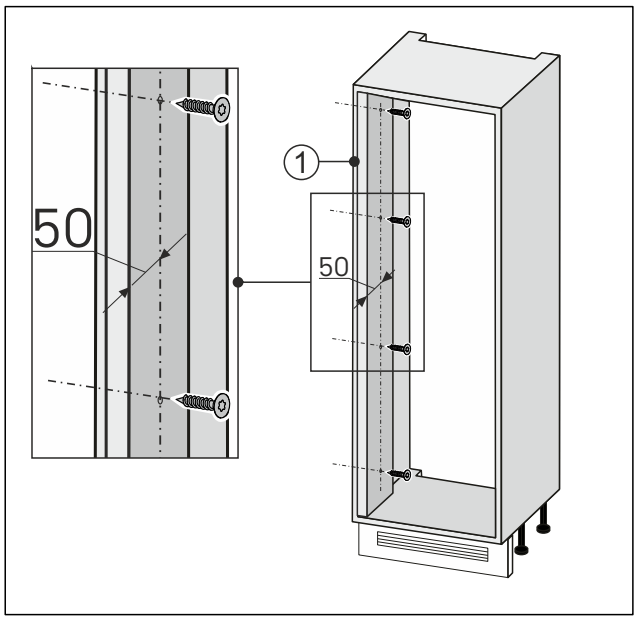

Fig. 87
▶ Прикрутити гвинтами рівняльник стіни зі сторони відкривання дверей *Fig. 87 (1)* до меблевої ніші.